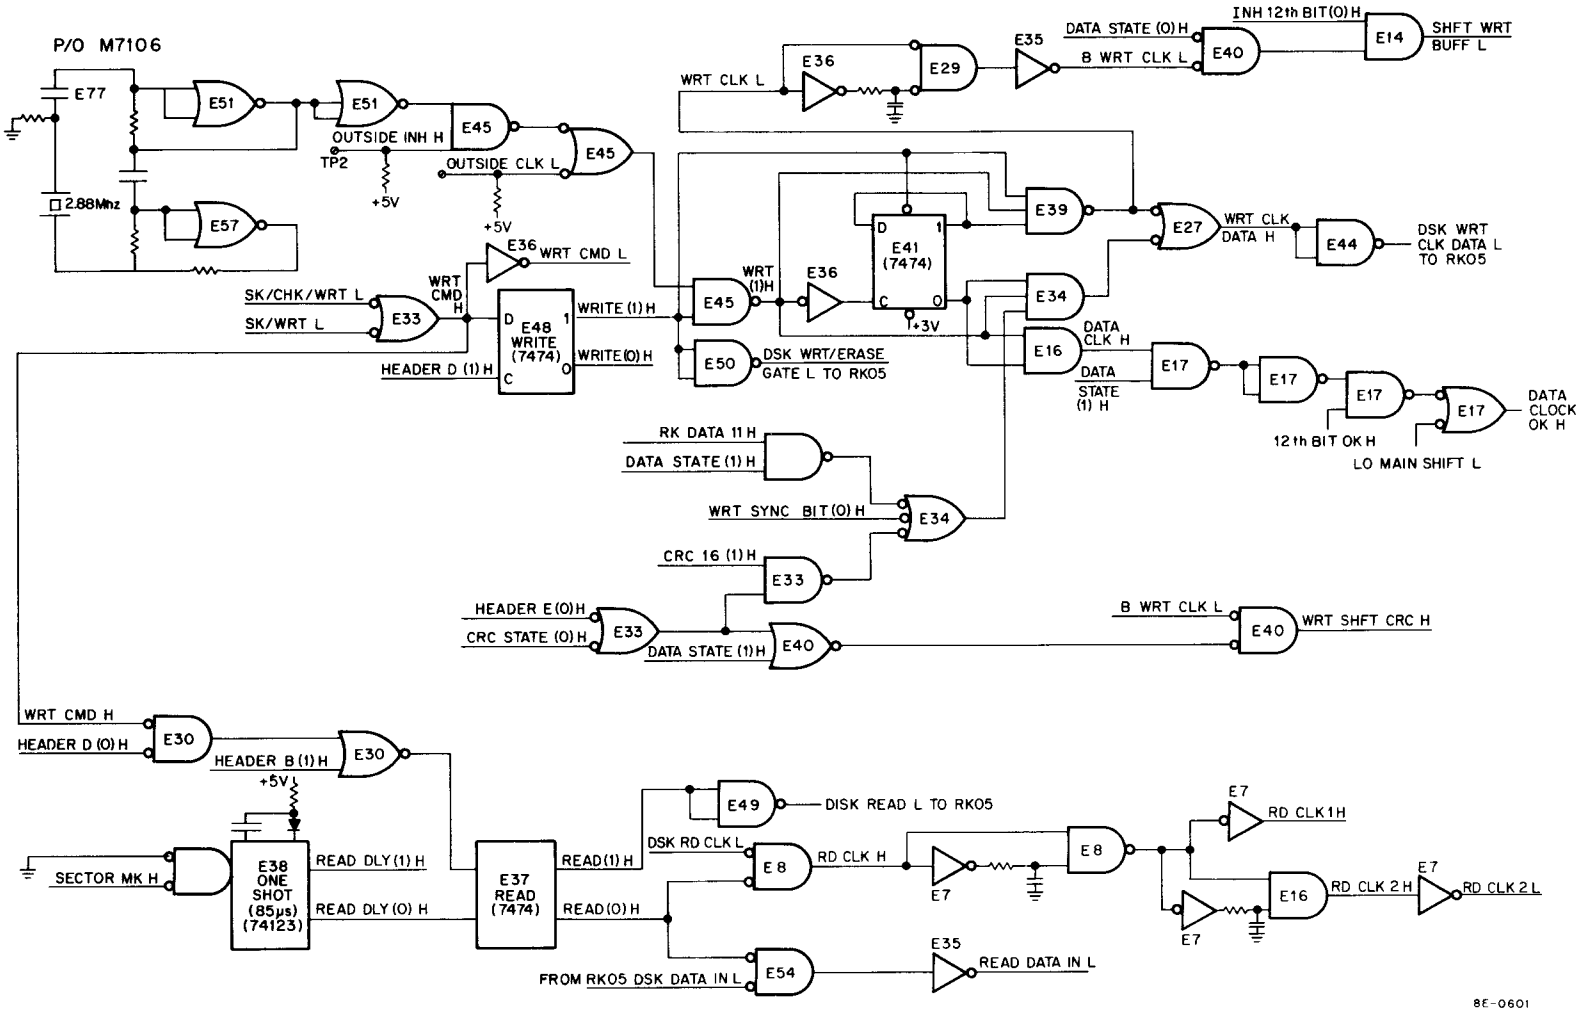

Figure 11-28 Read/Write Logic
During write operations, the contents of Data Buffer Register 4 are shifted out to the disk via the write logic (Figure 11-28) on the RK DATA11 line as serial data. WRT BUFF SHFT L is generated by the WRT CLK pulses (Figure 11-28), and shifts the data once for each clock pulse. When 12 bits of data have been shifted out to the disk, E26 is enabled and DB4 ENAB H is negated. This clears DB4 to the 0 state and DB4 can be loaded again from DB3.
The read/write (Figure 11-28) logic provides a clock for generation of clock and data pulses to be written on the disk cartridge, the READ DLY logic, and logic to separate RD CLK pulses and READ DATA.
11.15.11.3 CRC Character Check – The CRC character that is computed for each block of data during a write operation is written on the disk cartridge after the data during the CRC state. This is accomplished by shifting the contents of the CRC Register out to the disk drive via the read/write logic (Figure 11-28). During the CRC state, the WRT CLK pulse is used to shift the contents of the CRC Register.